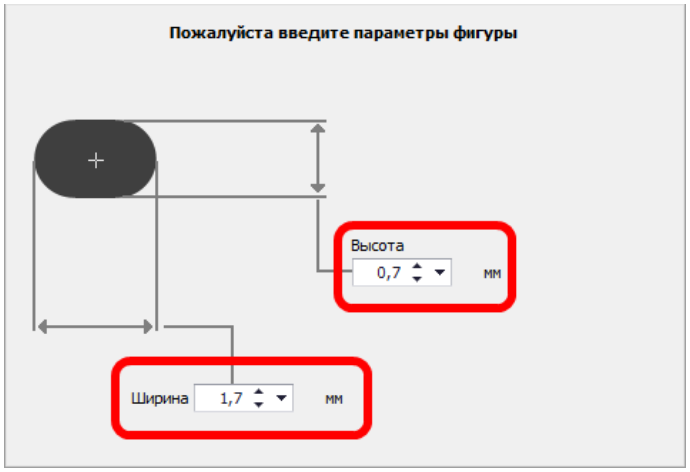

Рис. 126. Определение размеров фигуры
5. Определите размеры фигуры. Размеры фигуры определяются с помощью поля «Параметры фигуры», в котором показано изображение фигуры и доступны поля для ввода необходимых параметров, см. Рис. 126. Все изменения отображаются в области предварительного просмотра.
Для расчета размеров фигуры доступен калькулятор, который вызывается при нажатии на символ «▼», расположенный справа в поле ввода значения параметра, см. Рис. 126.